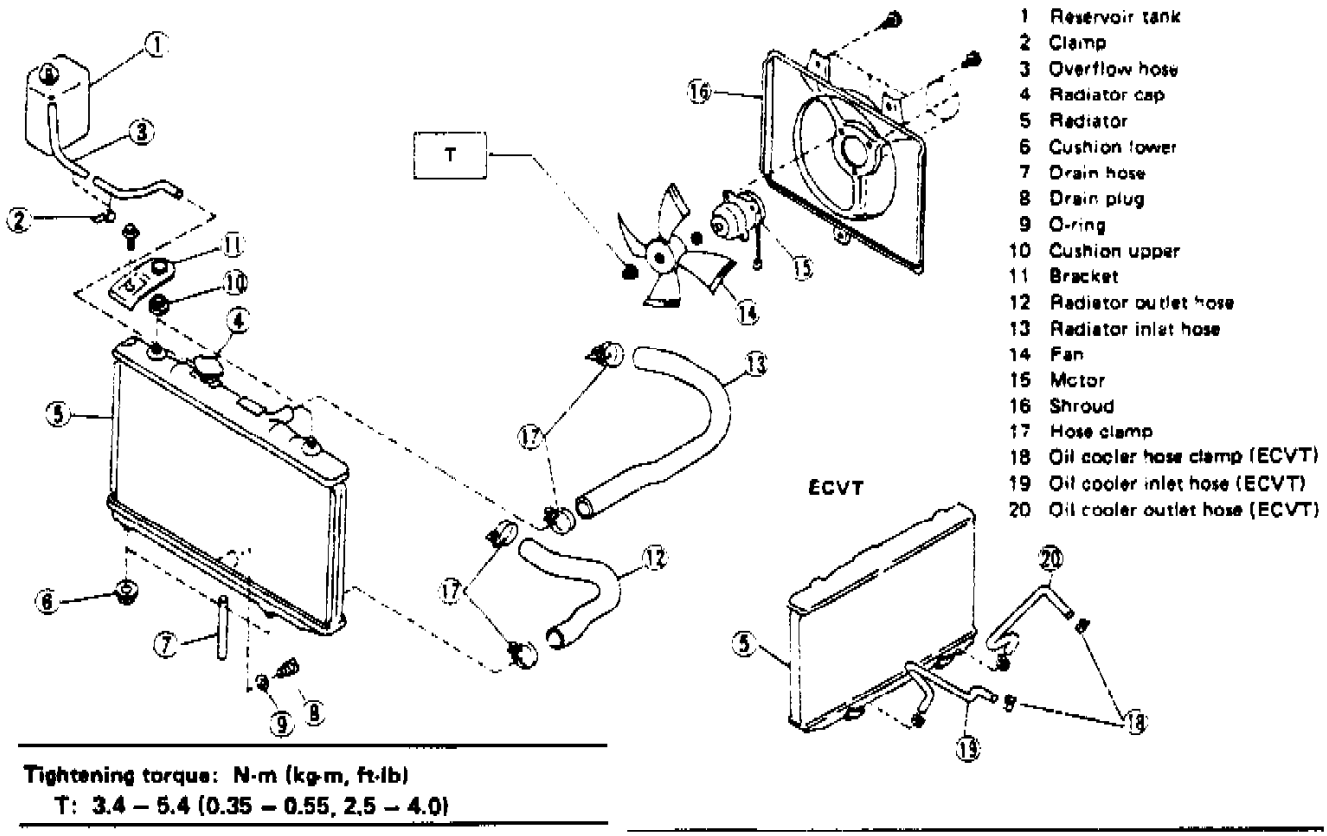

Fig. 74 Exploded View Of Radiator Assembly
2. Remove inlet and outlet hoses from radiator, **Fig. 74**.